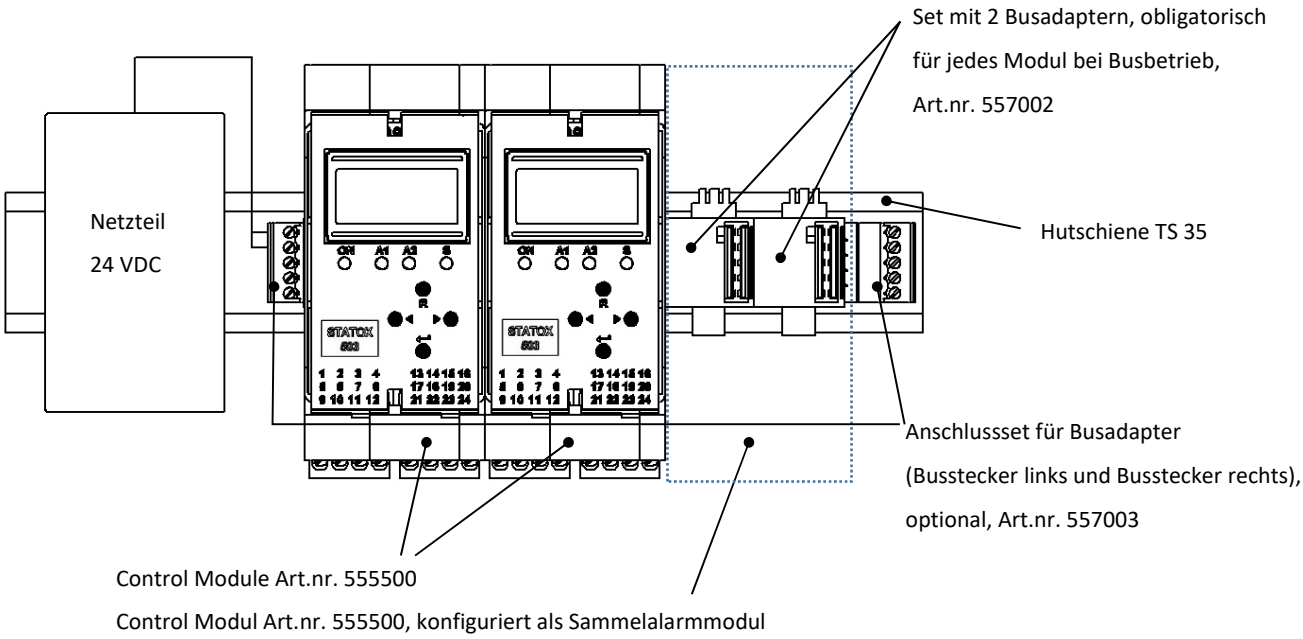

Abbildung 1: Voraussetzungen für Busbetrieb, Beispielinstallation
1. Die Busadapter zusammenstecken und nach **Abbildung 1** auf der Hutschiene einrasten lassen.